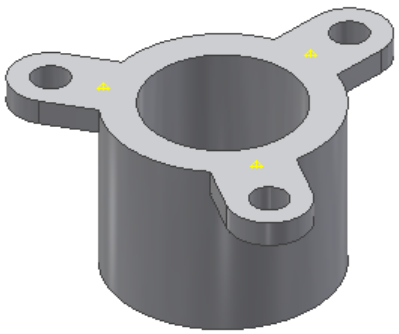

Figure 19-67 *Total points specified for gate location*
4. Similarly, specify two more points on the part, as shown in Figure 19-67 and then choose the **Done** button from the dialog box.